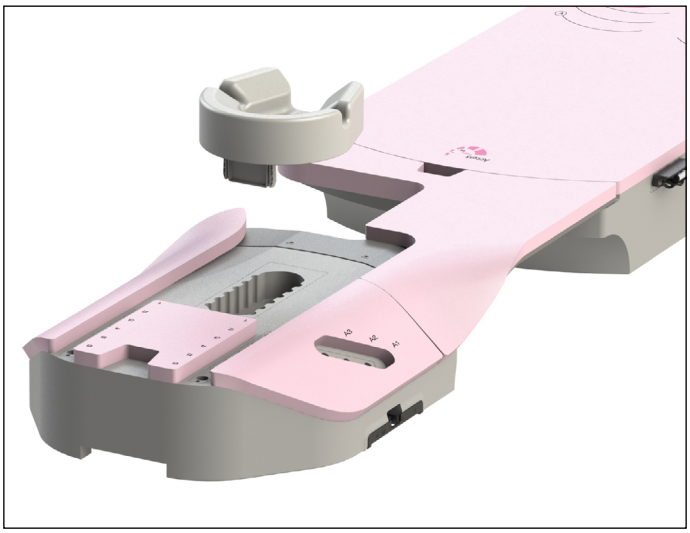

Abb. 11
2. Setzen Sie das Kunststoff-Ausrichtstück in den geeigneten Steckplatz am oberen Ende der Vorrichtung ein (Abb. 11).